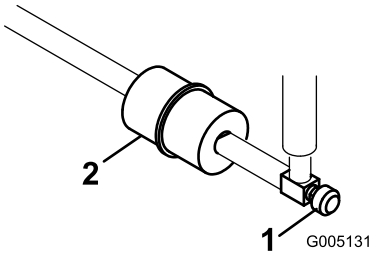

**Figuur 44**
Er bevindt zich een leidingfilter in de brandstofleiding tussen de brandstoftank en de carburateur (Figuur 44).
1. Sluit de brandstofklep, maak de slangklem op het filter aan de kant van de carburateur los en verwijder de brandstofslang van het filter (Figuur 44).
2. Plaats een opvangbak onder het filter, maak de andere slangklem los en verwijder het filter (Figuur 44).